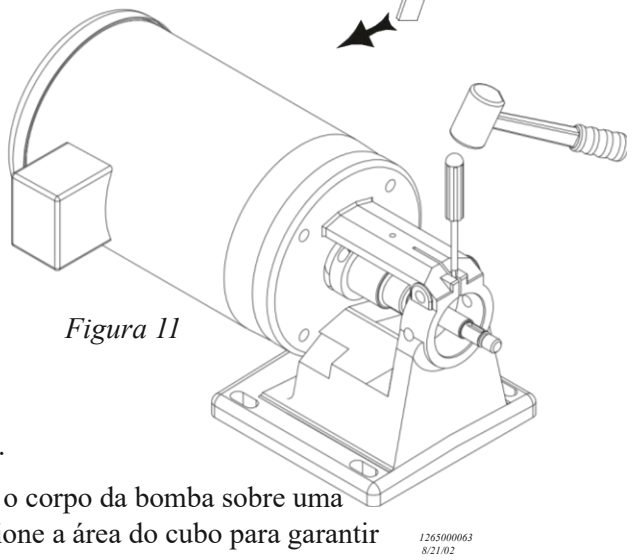

Figura 11
j) FLANGE SIMPLES: Afrouxe o parafuso de fixação da carcaça com as duas chaves de 3/4” até que ele fique solto na flange. (Observação: não é necessário remover o parafuso de fixação.) Agora deslize a carcaça da bomba para fora da extremidade do eixo da bomba. Se a carcaça da bomba não sair facilmente da flange, alargue a flange inserindo uma chave de fenda na ranhura superior (*Figura 11*).